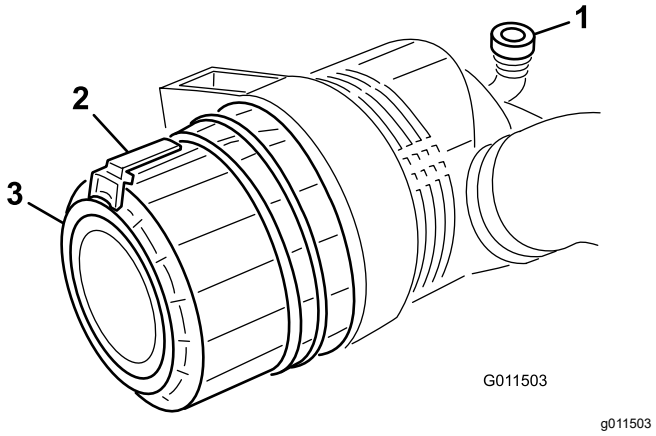

Рисунок 85
2. Оттяните защелку наружу и поверните крышку воздухоочистителя против часовой стрелки (Рисунок 85).